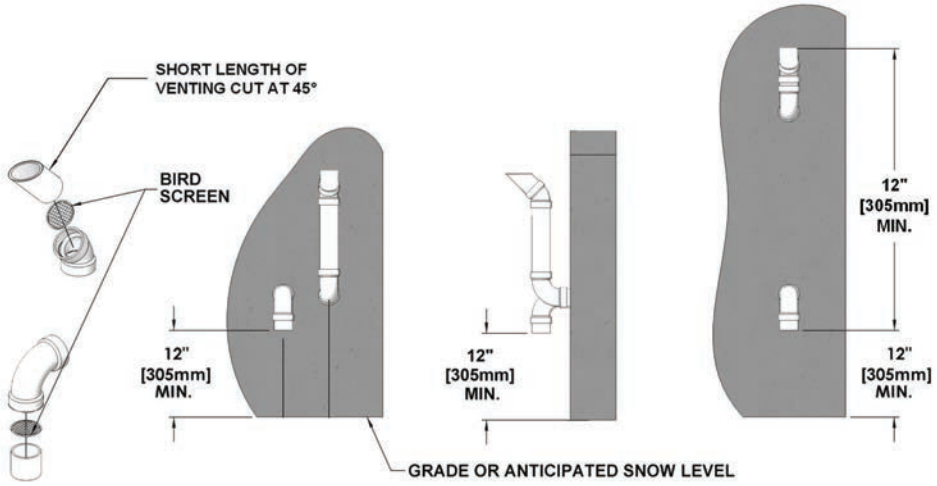

Figure 8: Sidewall vent termination - piping configuration
- The elevation of both pipes can be raised in “periscope style” after passing through the wall, then configured as in *Figure 8,* to gain required clearance.